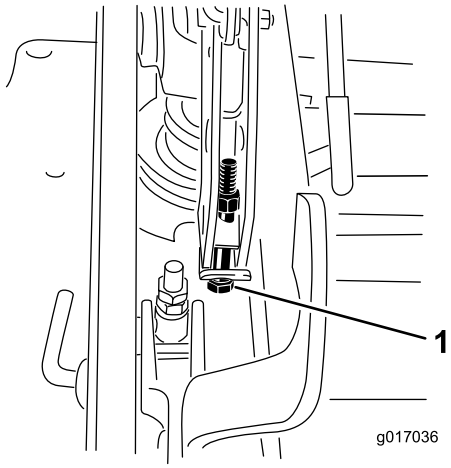

Figuur 88
13. Als het maaidek te laag is, draai dan de bout van het enkelpuntssysteem rechtsom. Als het maaidek te hoog is, draai dan de bout van het enkelpuntssysteem linksom (Figuur 88).